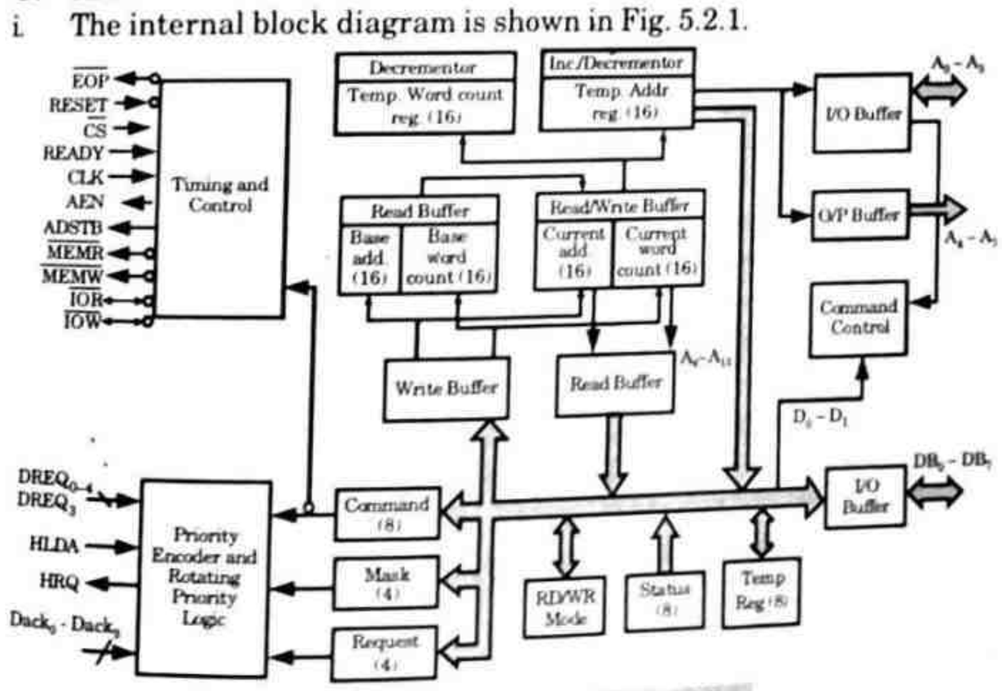

Fig. 5.2.1. Block diagram of 8237.
i. The internal block diagram is shown in Fig. 5.2.1.